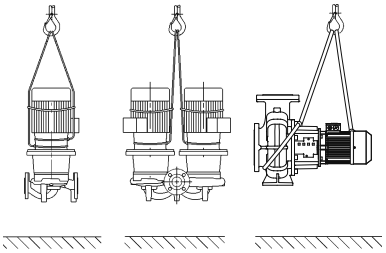

Fig. 6: Pumpun kuljetus
- **Moottorissa olevat kuljetussilmukat on tarkoitettu vain kuorman kiinnityksen ohjaukseen (Fig. 6).**